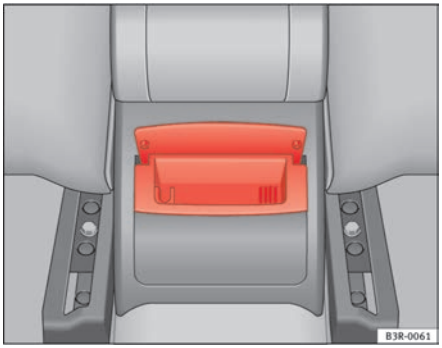

Fig. 134 Rear ashtray
– Take hold of the lid ⇒ fig. 134 and lift out the ashtray. ▶